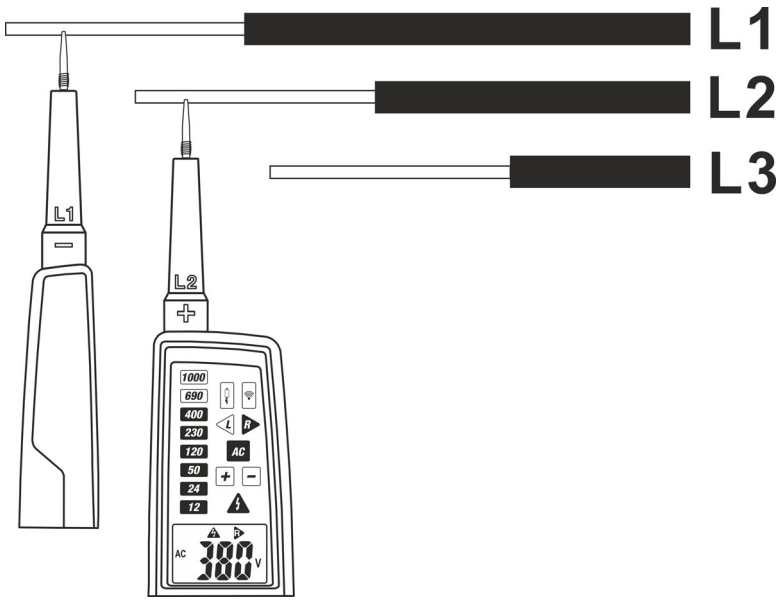

Fig. 8 : Sens cyclique des phases
2. Connecter les embouts **L1** à la phase L1 et l'embout **L2** à la phase L2 du système triphasé à tester (voir Fig. 8). La mesure est effectuée **uniquement avec le contact des embouts sur la partie métallique des conducteurs**